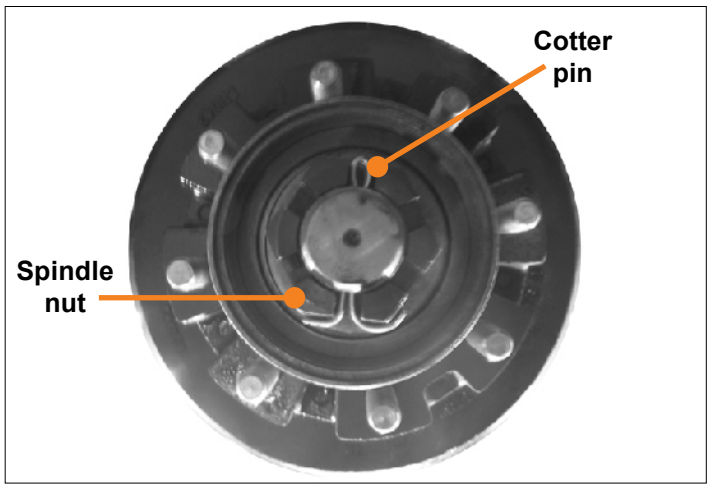

Fig.12
5. Using pliers, bend the cotter pin over to lock nut in place **(Fig. 12)**. Nut should be free to move with only the cotter pin keeping it in place.